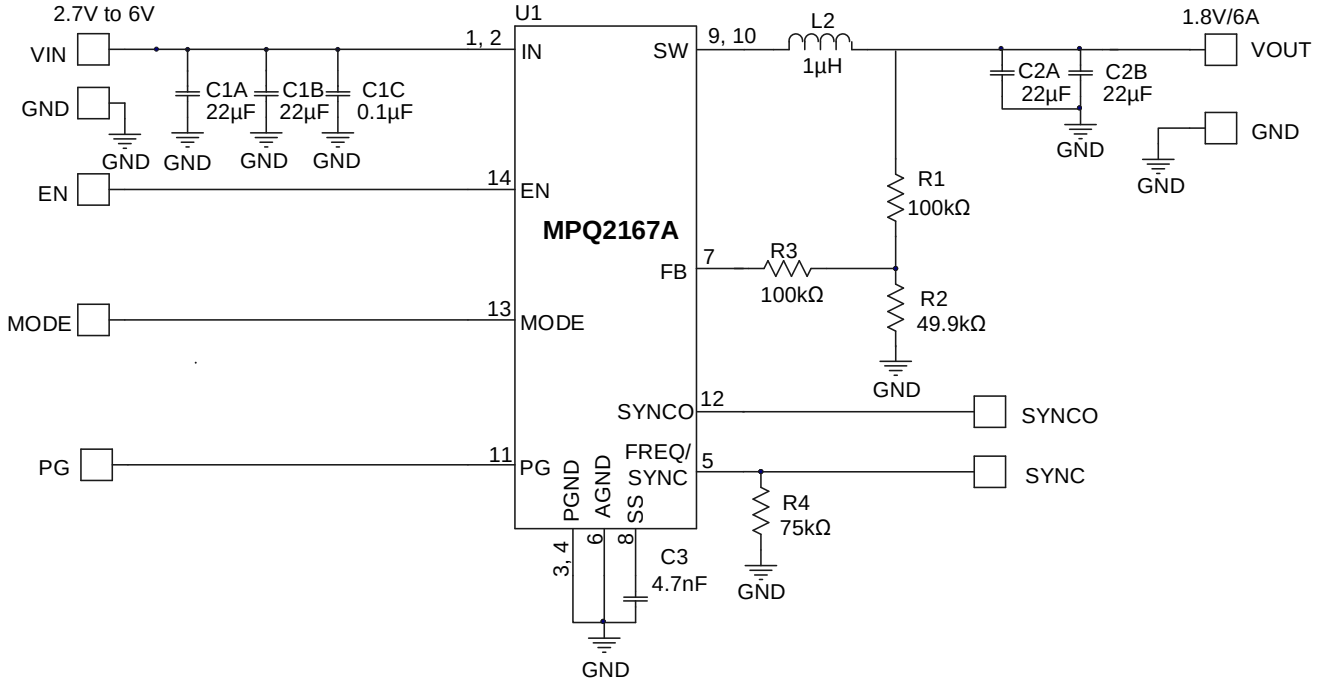

Figure 5: V_{OUT} = 1.8V, I_{OUT} = 6A Application Circuit
7) The recommended PCB layout is based on the circuit in Figure 5.